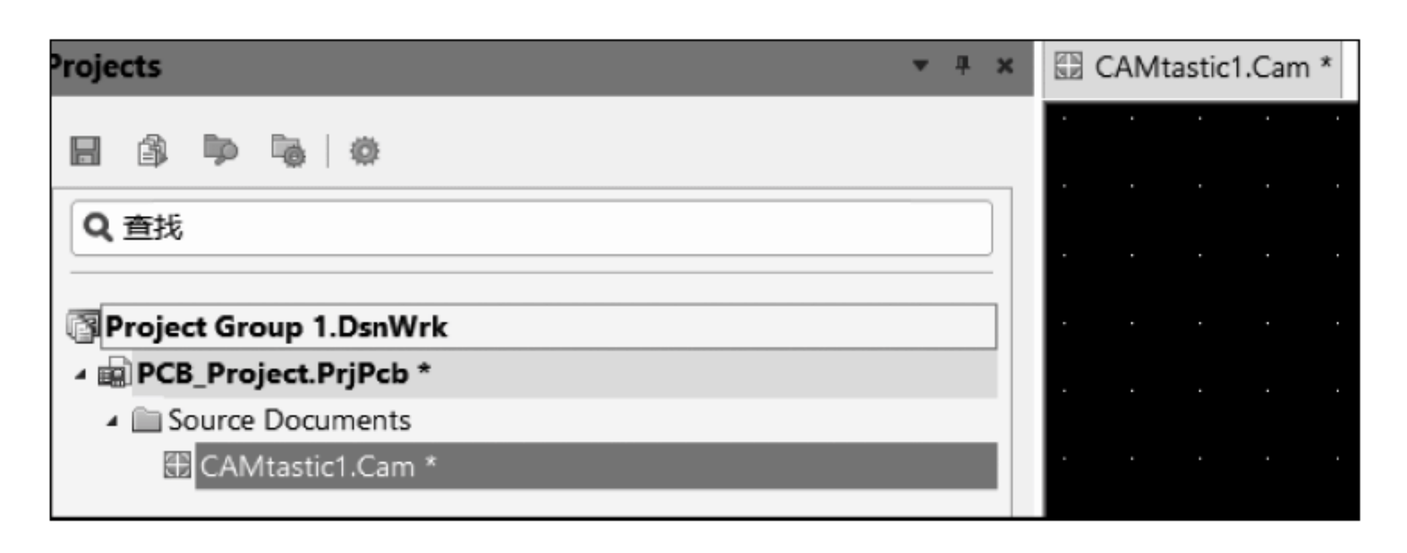

图 1-364　新建 CAM 文档
(1) 打开 Altium Designer 软件，执行菜单栏中“文件”→“新的”→“项目”命令，新建一个 PCB Project，并且新建一个 CAM 文档添加到工程中，如图 1-364 所示。